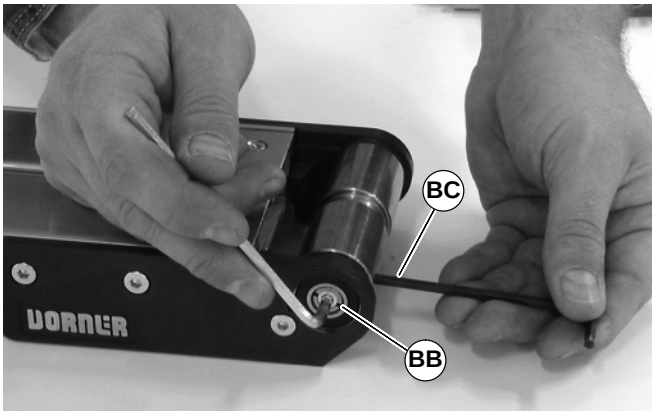

Figure 46
3. On both sides of pulley, use a 4mm hex-key wrench to tighten pulley taper screw (BB of Figure 46) to 8.5 Nm. Steady pulley with second hex-key wrench (BC) inserted into pulley hole.